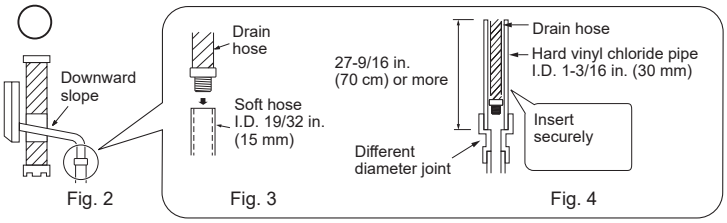

Fig. 2 Fig. 3 Fig. 4
- The drain hose should point downward for easy drain. (Fig. 2)